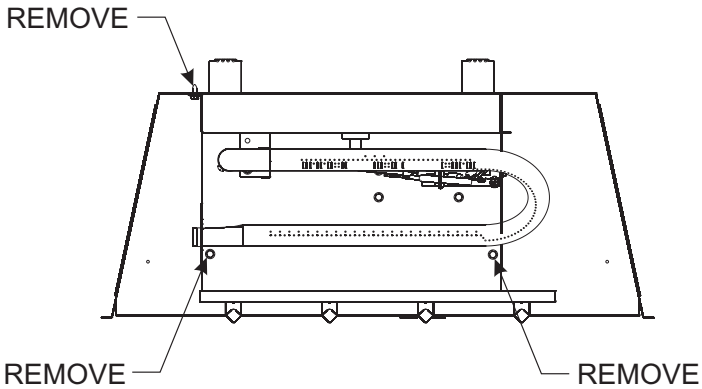

Figure 28
10. Remove burner assembly from firebox (three screws). **See Figure 28.**